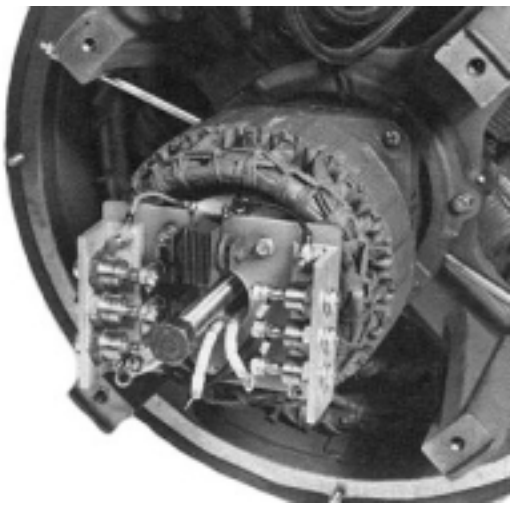

Figure 6-12
3.Use a six inch, 3/4-16NF, cap screw for a puller (See section 9.) The hole that the mounting bolt goes through is threaded. Screw the pull bolt into the hole and it will push against the end of the shaft. (Figure 6-12.)